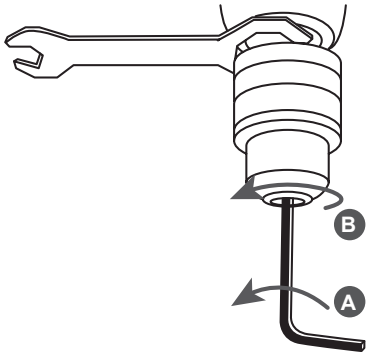

Рис. 10 Замена зажимного патрона
1. Зафиксируйте гаечным ключом зажимной патрон (Рис. 10).